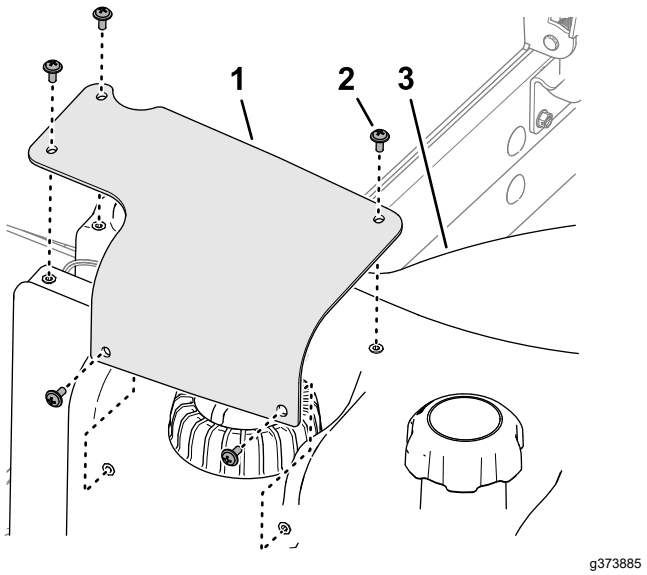

Figure 90
7. Align the holes in the fuel-sender cover with the holes in the fuel tank, and secure the cover to the tank with the 5 Phillips-head screws (Figure 90).